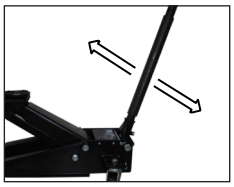

fig 6.
b. Rapidly pump the handle assembly 10 to 20 times to purge air from the hydraulic system (fig.6).